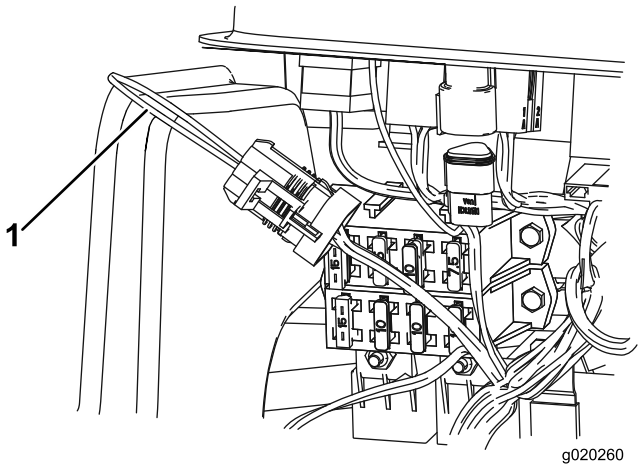

Figur 36
3. Lokalisera ledningsnätet och styrenhetens kontakt (Figur 36).